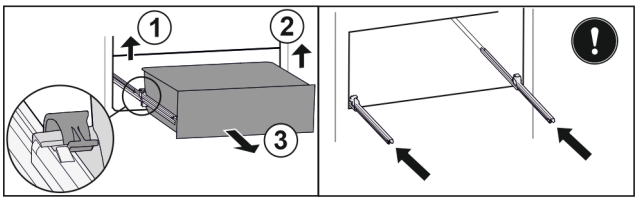

Fig. 114
▶ Løft venstre klemme og trekk samtidig skuffen fremover til venstre. *Fig. 114 (1)*
▶ Løft høyre klemme og trekk samtidig skuffen fremover til høyre. *Fig. 114 (2)*
▶ Ta ut skuffen framover. *Fig. 114 (3)*